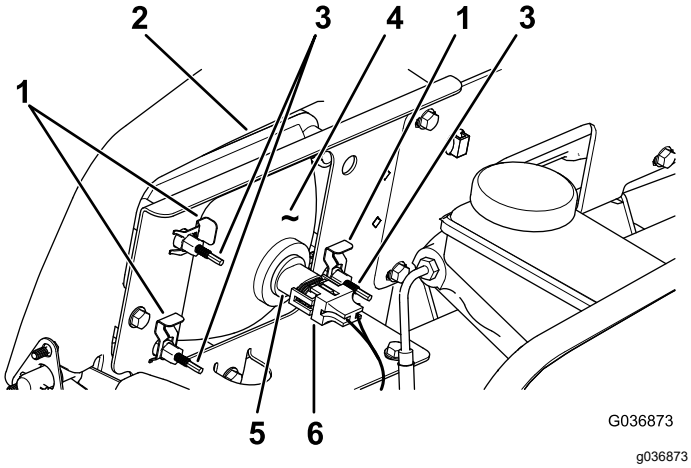

Figuur 55
3. Koppel de elektrische aansluiting voor de kabelboom los van de aansluiting van de lamp (Figuur 55).
4. Verwijder de snelklemmen waarmee de koplamp aan de koplampbeugel is bevestigd (Figuur 55).
5. Verwijder de koplamp door deze naar voren door de opening in de voorbumper te trekken (Figuur 55).
6. Monteer de nieuwe koplamp via de opening in de bumper (Figuur 55).
8. Koppel de elektrische aansluiting voor de kabelboom aan op de aansluiting van de lamp (Figuur 55).
2. Draai achteraan de koplamp de stelschroeven (Figuur 55) om de koplamp te draaien en de straal te richten.